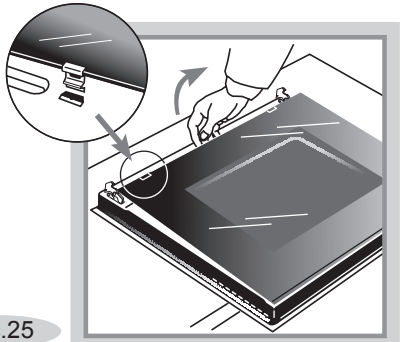

Рис.25
- Чтобы помыть стекла дверцы со всех сторон, **внутреннее стекло можно легко снять**. Для этого потяните за край стекла, как показано на рис. 25.